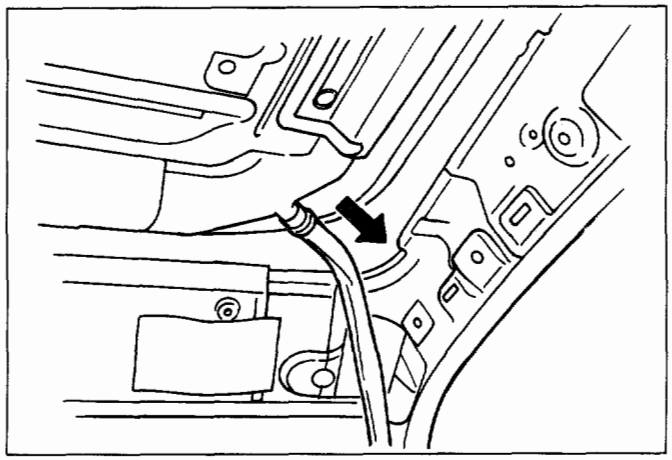

Fig. 10-243
- Disconnect the sun roof drain hose at the sun roof frame side. (Fig. 10-243)